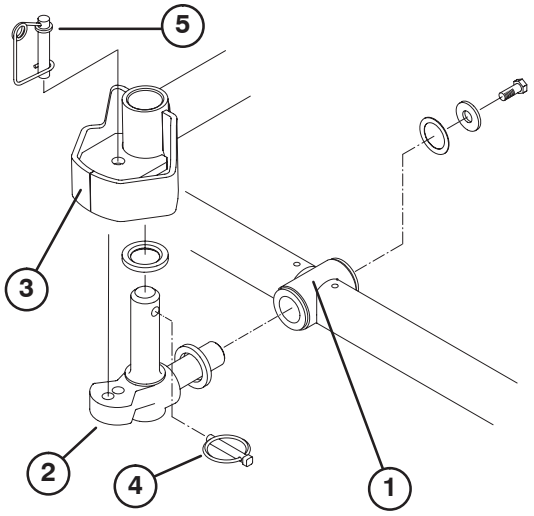

Bild 4
6. Setzen Sie eine Druckscheibe auf die horizontale Welle des Kreuzgelenks, siehe Bild 4.
7. Setzen Sie die horizontale Welle des Kreuzgelenks in das Befestigungsrohr des Trägerrahmens ein (Bild 4).
8. Befestigen Sie das Kreuzgelenk mit einer Druckscheibe, einer flachen Scheibe und einer Bundkopfschraube am Trägerrahmen (Bild 4).
9. Setzen Sie eine Druckscheibe auf die vertikale Welle des Kreuzgelenks, siehe Bild 4.
10. Falls die vertikale Welle abgenommen ist, setzen Sie sie auf das Kreuzgelenk in den Gelenkhub des Hubarms ein (Bild 4). Platzieren Sie das Kreuzgelenk richtig zwischen die zwei mittleren Gummistangen unter der Hubarmlenkplatte.
11. Setzen Sie den Klappstecker in das Kreuzloch an der Kreuzgelenkwelle ein (Bild 4).
Hinweis: Wenn Sie eine starre Mähwerkposition wünschen, setzen Sie den Lenkradarretierungsstift in das Befestigungsloch des Kreuzgelenks (Bild 4).
14. Haken Sie den Federdraht unten um den Lenkradarretierungsstift (Bild 4).